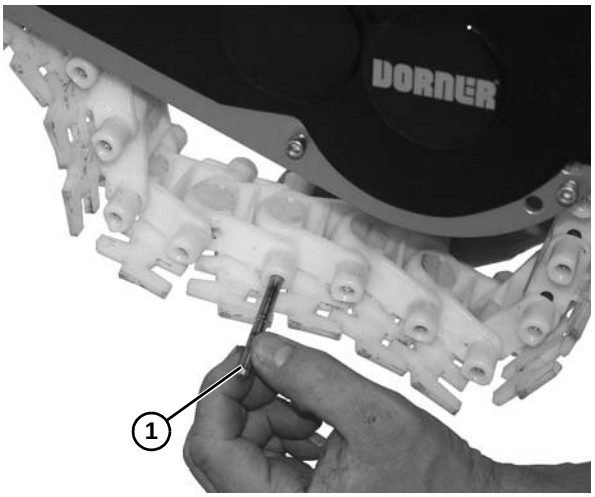

Figure 48
1. Use a punch and hammer or belt removal tool #203480 to push the belt rod **(Figure 48, item 1)** out by striking the rod end.